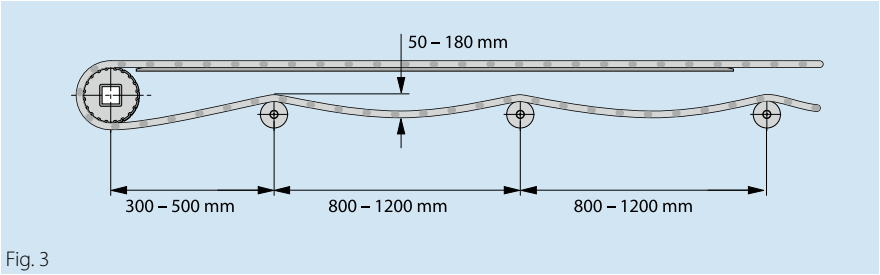

Fig. 3
c) transportadores largos: distancia entre ejes > 20 000 mm y baja velocidad, distancia entre ejes < 15 000 mm y alta velocidad (fig. 3)